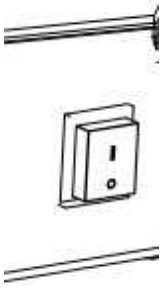

Figuur 2
- Zet de hoofdschakelaar in stand I en controleer of de ventilator goed draait. (Figuur 2)